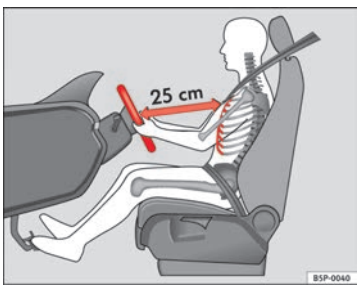
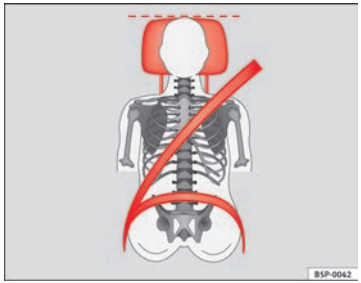

Fig. 28 Distance correcte entre le conducteur et le volant.
Fig. 29 Sangle bien ajustée et appuie-tête correctement réglé.
- Réglez le siège de sorte que le volant soit à une distance d'au moins 25 cm de votre cage thoracique ⇒ fig. 28 et de sorte à pouvoir saisir des deux mains et avec les bras légèrement fléchis le volant latéralement par la partie extérieure.
- Réglez le siège du conducteur dans la longueur de manière à pouvoir actionner à fond les pédales avec les jambes légèrement fléchies, tout en maintenant les genoux à au moins 10 cm de la planche de bord ⇒ fig. 28.
- Réglez l'appuie-tête de manière à ce que son bord supérieur soit, dans la mesure du possible, à la même hauteur que la partie supérieure de votre tête, et au moins à la hauteur de vos yeux. Gardez la nuque le plus près possible de l'appuie-tête ⇒ fig. 28 et ⇒ fig. 29.
Réglez la distance correcte entre le conducteur et le volant ⇒ fig. 28 à l'aide des commandes situées sur le siège du conducteur ⇒ page 51.